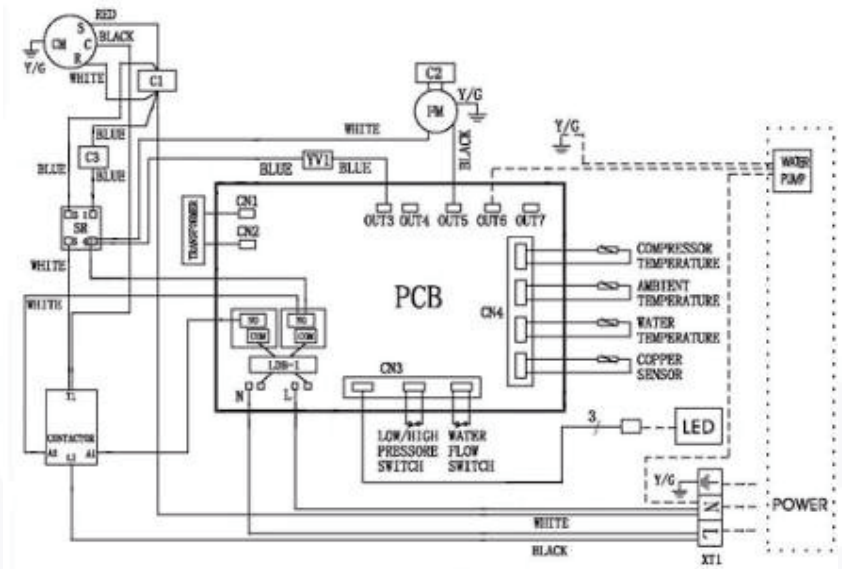

Abbildung 10: Schaltplan.
Die elektrischen Anschlüsse müssen wie auf dem Schaltplan auf Abbildung 10 gezeigt vorgenommen werden.
- Klemmen Sie das Kabel für den Anschluss an das Stromnetz von den Klemmen ab, siehe Abbildung 9 und Abbildung 10.